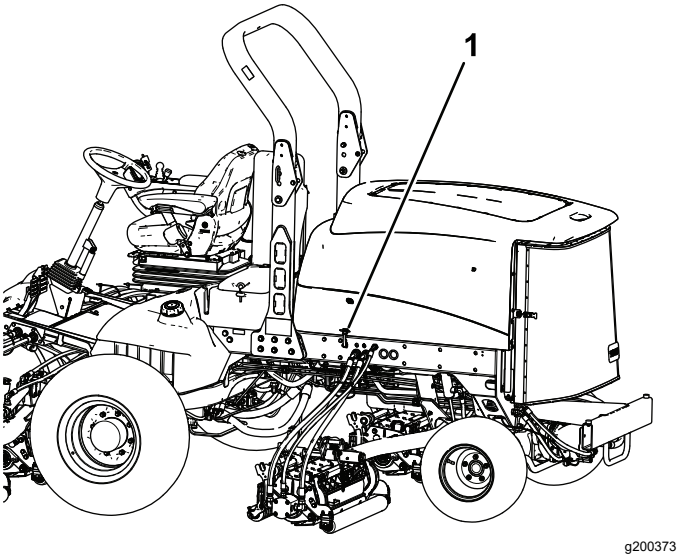

Figur 4
1. Kroka av motorhuvsspärren från dess fäste (Figur 4).